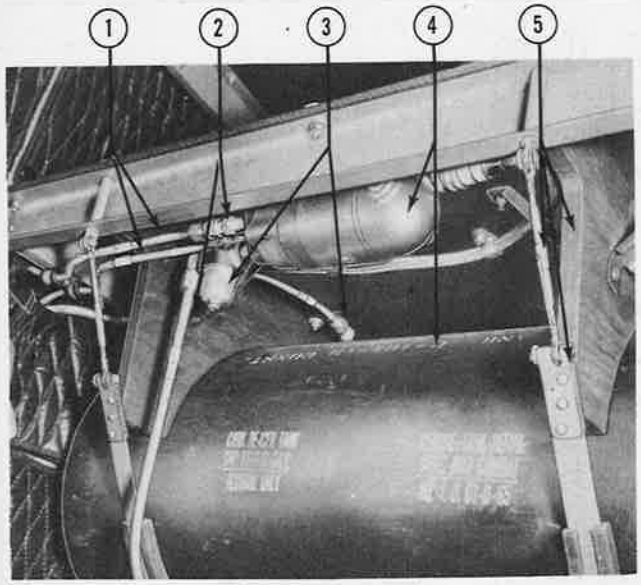

Figure 577—Carburetor Anti-Icer System Fluid Supply Tank, Pump, Filter and Check Valves
(b) SUPPLY TANK. *(See 4, figure 577.)*
1. DESCRIPTION.—The cylindrical, rubberized-fabric tank of 11 U. S. (9.2 Imperial) gallons capacity is suspended by metal straps (5, figure 577) from the dural frames of a plywood shelf in the lower aft section of the baggage compartment. The tank is designed to stand a pressure of 5 psi. From the top is a vent line (3, figure 577) extending through the top of the fuselage. From the bottom is the drain and supply line (2, figure 577) extending to the filter and pump. On the inboard end is the filler neck protruding into the companionway.
1. DESCRIPTION.—The (J4.0-24D-⅛ P.T.) Adel, metering fluid pump is suspended above the tank from the plywood shelf by three screws. (See 4, figure 577.) At the inboard end is an electrical connection energized from an "ON," "OFF," and "MOM" switch on the copilot's electrical control panel. (Refer to para-
(d) FLUID FILTER. *(See 2, figure 577.)*
(e) CHECK VALVES. *(See 2, figure 577.)*